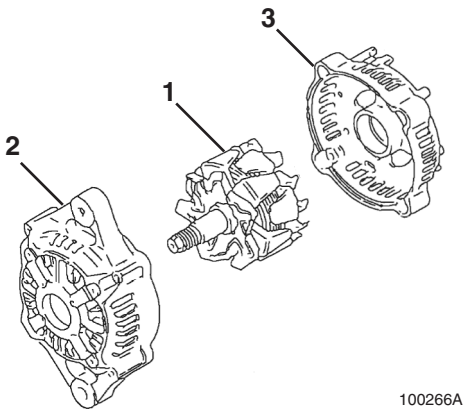
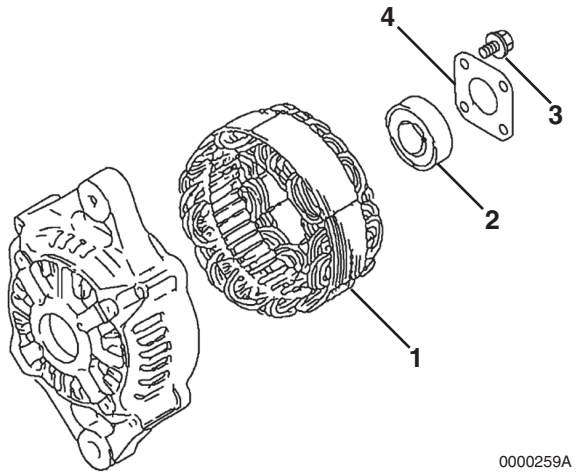

Figure 11-9
Figure 11-10
8. Using a press, remove the rotor assembly **(Figure 11-9, (1))** from the front frame housing **(Figure 11-9, (2))** and rear frame housing **(Figure 11-10, (1))**.
9. Remove the stator assembly **(Figure 11-10, (1))** from the front frame housing.
10. If it is necessary to replace the bearing **(Figure 11-10, (2))** in the front frame housing, remove the four bolts **(Figure 11-10, (3))** securing the plate **(Figure 11-10, (4))** to the front frame housing. Remove the plate. Use a puller to remove the bearing. Discard the bearing.